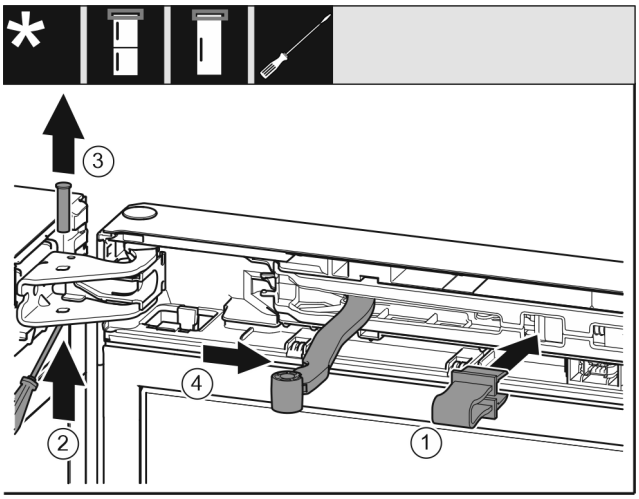

Fig. 13
▶ Latch safeguard *Fig. 13 (1)* into opening.
▶ Slide out the bolt *Fig. 13 (2)*.
▶ Remove the bolt *Fig. 13 (3)* upwards.
▶ Turn the joint *Fig. 13 (4)* towards the door.